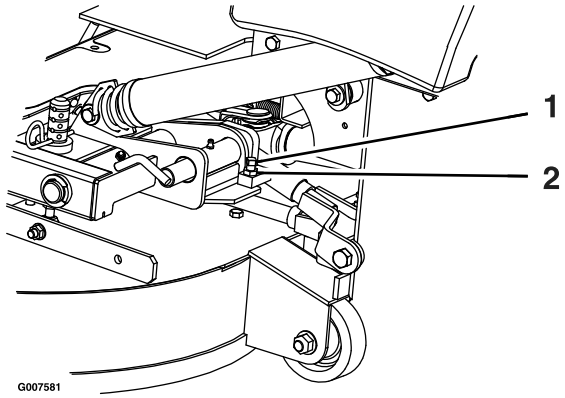

Figur 79
2. Løsne låsemutteren og drei stoppskruen med klokken til låsestiften er tilstrammet og ikke kan roteres for hånd (Figur 79).